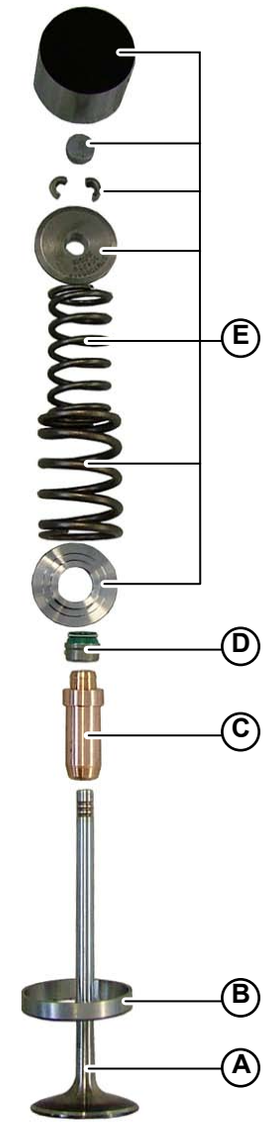

Fig.1
3. Clean the tappet, spring and shim pack (**E-Fig.1**) in the following order: